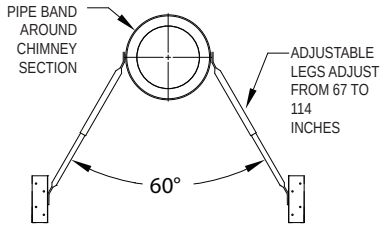

Figure 16
the chimney by setting the female end of the Cap onto the male end of the last chimney section. Secure the Cap by using (6) sheet metal screws provided. Do not push down from the top portion of the cap as this may damage the cap. Push from the lower section of the Cap if needed. The Chimney Cap can be removed for chimney cleaning as described in the Chimney Maintenance section of the instructions. Use an Extended Roof Bracket if the chimney extends more than 4 feet above the roof *(Figures 16 & 17 in the Extended Roof Bracket section)*.
2. Attach the Legs: The Adjustable Legs of the assembly will adjust from 67” to 114”. Secure one end of the Legs to the Pipe Band using the nuts and bolts included (1 per Leg). Position the Adjustable Legs so they form approximately a 60° angle with the chimney, and with each other *(Figures 16 and 17)*. Be sure that there is at least 3” of overlap between the top and bottom halves of the Adjustable Leg to ensure a secure fit. In order to secure Legs in proper position, there is a hole provided in the outer leg where the outer and inner halves overlap. Use a 1/4” drill bit to drill through the inner leg at that location. Use the nut & bolt provided to pin the Adjustable Legs in position.